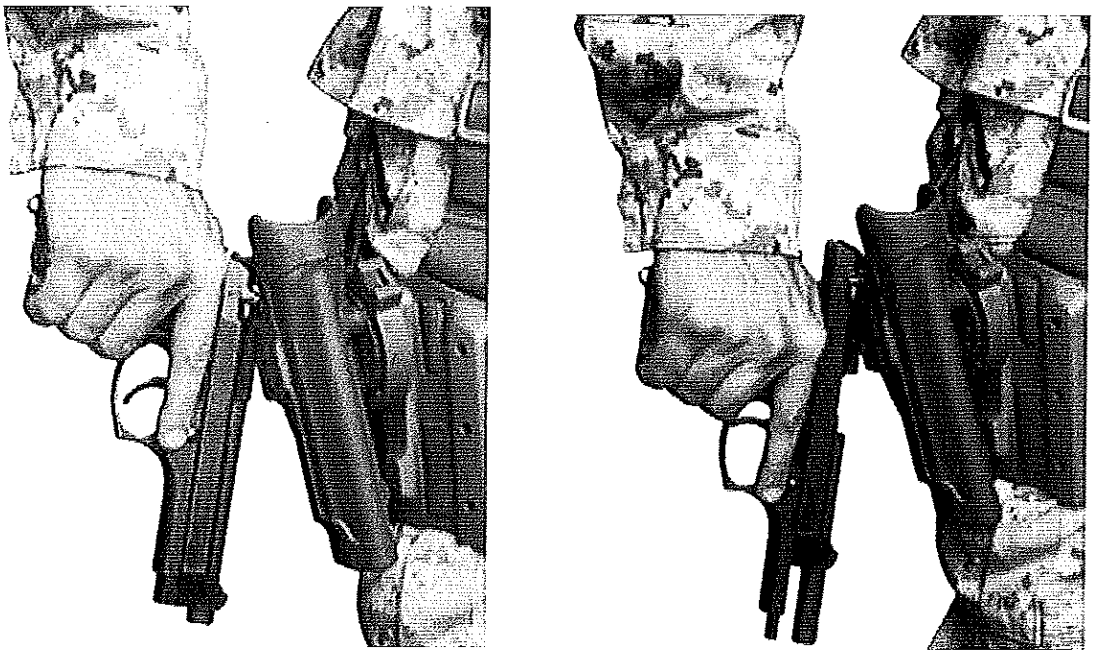
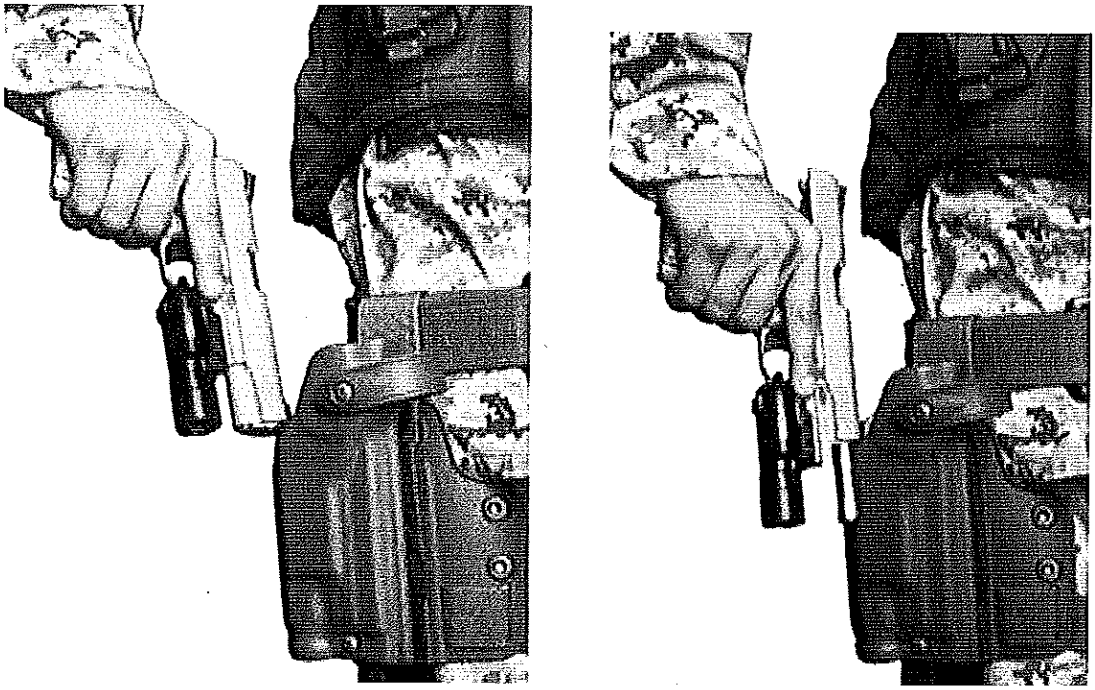

Figure 9-12. One-Handed Remedial Action Using Rear Sight.
Figure 9-13. One-Handed Remedial Action Using Front Sight.
- Lock the slide to the rear. Secure the rear sight (see fig. 9-12 on page 134) or the front site for the M45A1 (see fig. 9-13 on page 134) on the edge of the holster, top of the belt, or any other surface that will provide the resistance needed to stabilize the pistol. While applying pressure on the pistol to keep the sight secured, push downward on the pistol in one continuous motion to lock the slide to the rear.